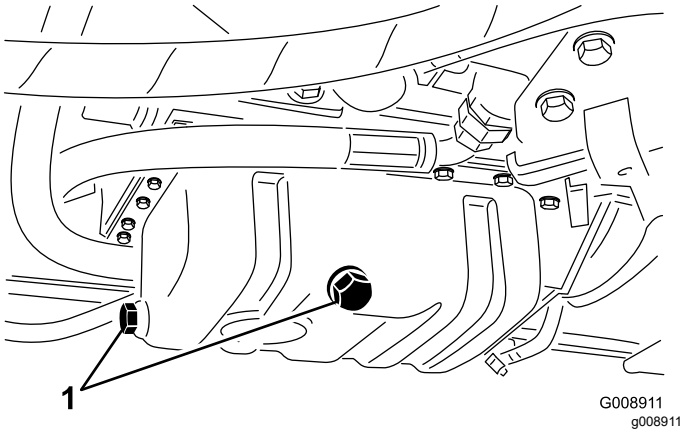

Figur 61
1. Fjern aftapningsproppen (Figur 61), og lad olien flyde over i aftapningsbeholderen.